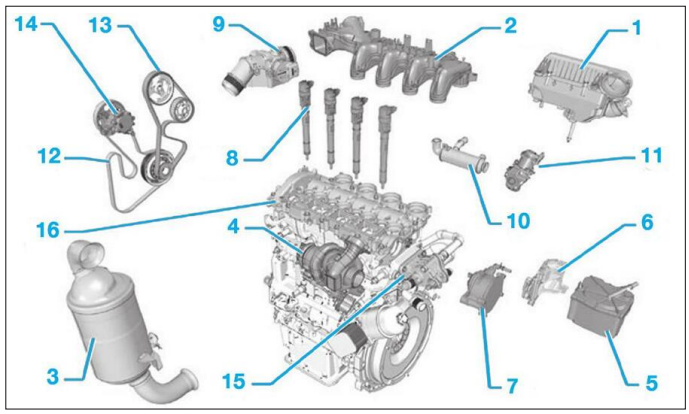

**Fig. 78**
• Déposer **(Fig.78)** :
- le boîtier de filtre à air (1),
- le répartiteur d'air d'admission (2),
- le catalyseur (3),
- le turbocompresseur (4),
- le filtre à carburant (5) et son support (6),
- la pompe à vide (7) (voir chapitre "frein"),
- les injecteurs (8),
- le boîtier doseur (9),